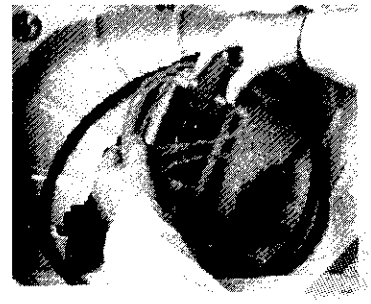

Figure 27 Fitting the Connector Block
1. Hold the connector block handle as shown below in *Figure 27*